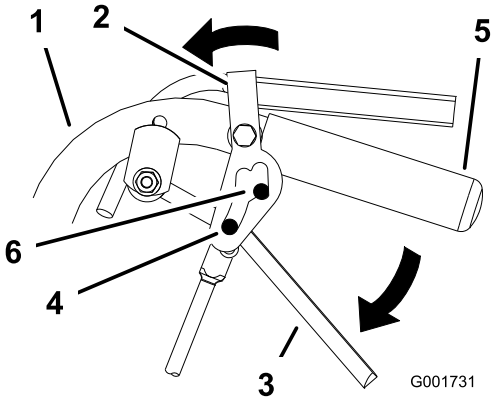

Figuur 11
2. Zet uw duimen op het bovenste gedeelte van de vergrendelingen en beweeg deze naar achteren totdat de pennen zich in de sleuf voor vooruit bevinden (Figuur 11).